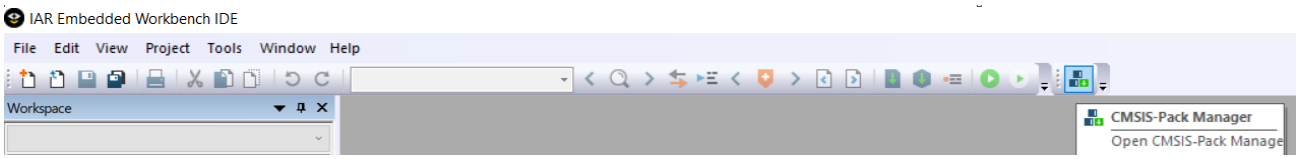

Figure 32. Pack Installer Icon
2. Navigate to **Project** > **CMSIS Pack Manager**, or click on the icon shown in the "Pack Installer Icon" figure (Figure 32).